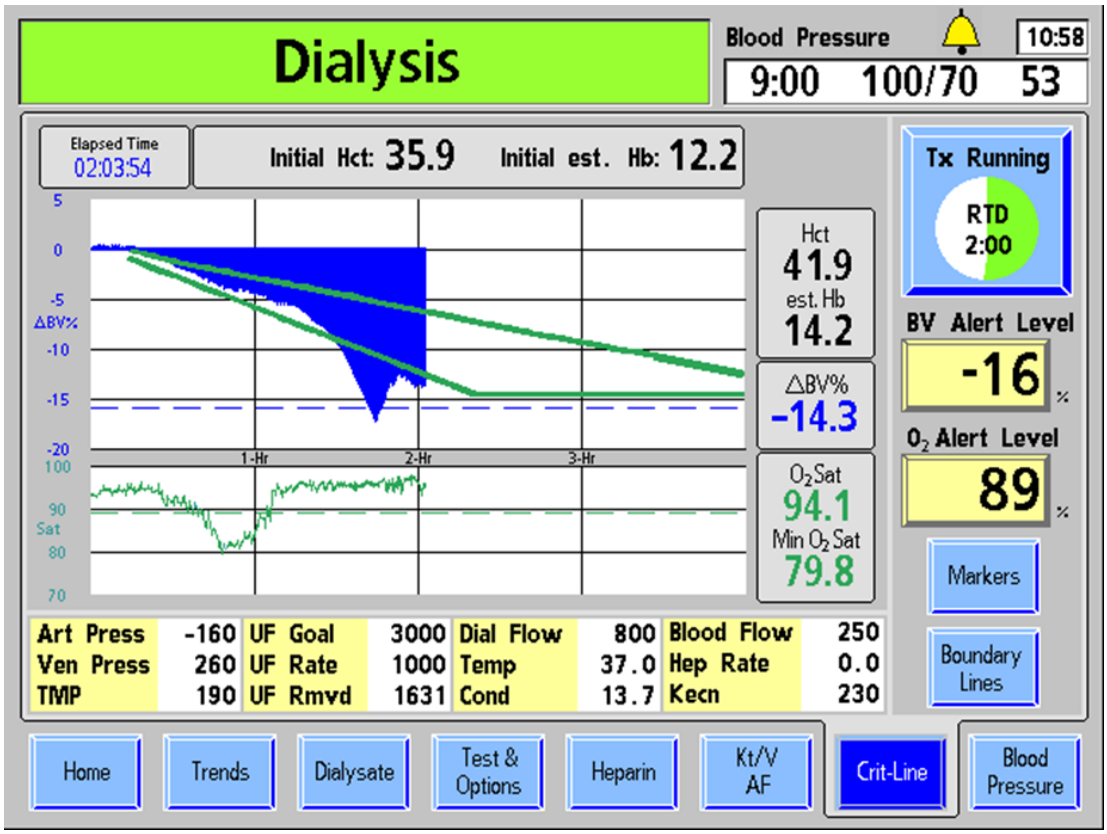
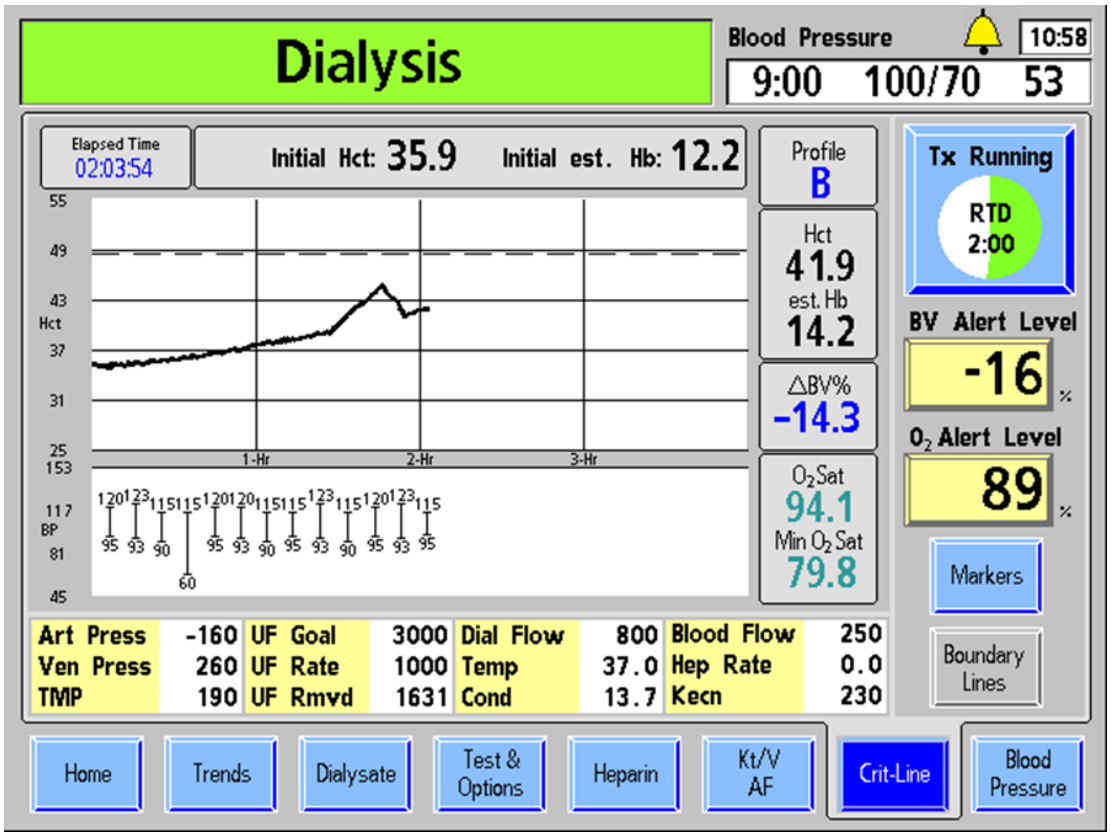

Figure 77 – Crit-Line Screen (Showing BV with Boundary Lines and O_2 Saturation) (Showing functional software version 2.74 or later)
Figure 78 – Crit-Line Screen (Showing Hct and BP) (Showing functional software version 2.74 or later)
The "Crit-Line" screen can display either Blood Volume (BV) (see Figure 77 on page 160) or Hematocrit (Hct) (see Figure 78 below) on the upper graph depending on the Service Mode setting.
Boundary Lines – If enabled by pressing the **Boundary Lines** button, these two green lines on the BV graph show where a per hour drop of -3% and -6.5% in relative blood volume would be. The lower line does not go below a -15% drop for the entire treatment. The two lines are displayed at the beginning of treatment, but do not cover the first 15 minutes of treatment (see Figure 77). After four hours of treatment, the boundary lines disappear. When boundary lines are displayed, the blood volume change profile letter (A, B or C) is not shown.
The BV (Blood Volume) graph (Figure 77 on page 160) is displayed as a fill graph. A line is filled from 0 to the ΔBV% value. As the dialysis treatment progresses, fluid is taken out of the blood by the 2008T hemodialysis machine's ultrafiltration pump. This will result in a greater percentage of the blood being red blood cells and the blood volume fill graph will trend downwards and approach the alert level. The BV alert level is drawn as a blue dotted line across the BV graph.
The Hct (Hematocrit) graph is a line graph (Figure 78 on page 161) drawn from the previous hematocrit value. As the dialysis treatment progresses, fluid is taken out of the blood by the 2008T hemodialysis machine's ultrafiltration pump. This will result in a greater percentage of the blood being red blood cells and the hematocrit line graph will trend upwards and approach the alert level.
Oxygen saturation is the default display on the "Crit-Line" screen's bottom graph. The O_2 Sat (Oxygen Saturation) graph (Figure 77 on page 160) is a line graph drawn from the previous oxygen saturation value. The O_2 Alert Level is drawn as a green dotted line across the Oxygen Saturation graph.
Similar to the Blood Pressure graph on the "Trends" and "Blood Pressure" screens, the BP (Blood Pressure) graph (Figure 78 on page 161) is drawn as a series of black dumbbells between the systolic and diastolic blood pressures. On the "Crit-Line" screen, the systolic (upper) and diastolic (lower) numbers are also displayed. If the value is out of range (as specified by the parameters on the "Blood Pressure" screen), the dumbbell will be drawn in red.